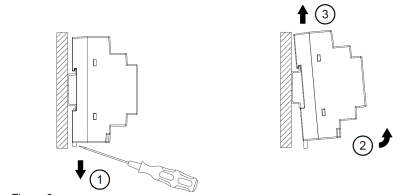

Figure 3
4. Demontage (Abb. 3)
Ziehen Sie zur Demontage den Einrasthebel mit einem Schraubendreher nach unten, wie in Abb. 3 dargestellt. Kippen Sie das Netzteil in die entgegengesetzte Richtung nach oben, klinken Sie den Einrasthebel aus und nehmen Sie das Netzteil nach oben von der DIN-Schiene ab.